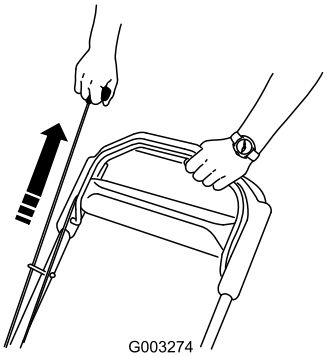

Figur 14
4. Dra i startsnöret (Figur 14).